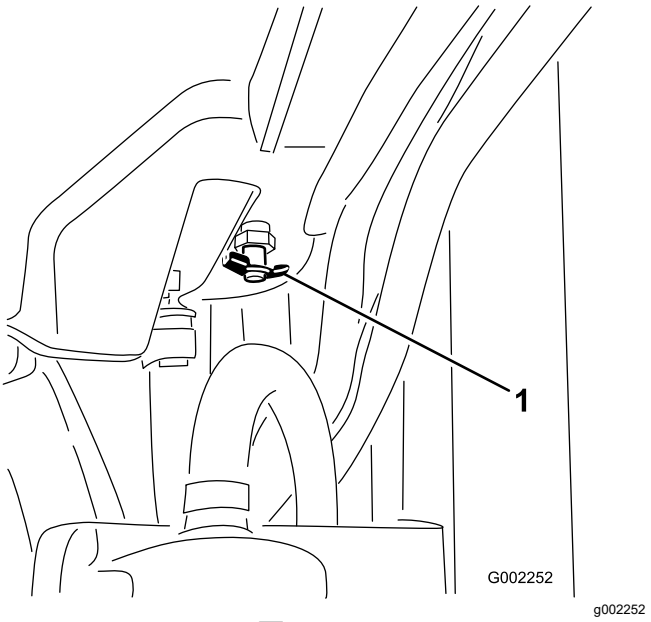

図 104
4. ドレンバルブを開いて冷却液を排出する図 104。
5. ドレンバルブを閉じる 図 104。